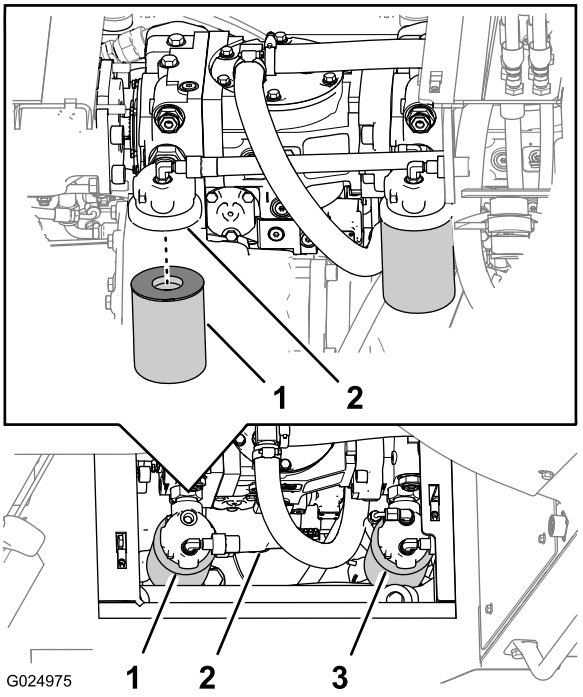

Figure 110
Note: You can access the hydraulic-charge filter from under the right side of the machine, behind the hydraulic reservoir (Figure 110).
2. Place a container under the hydraulic-charge filter (Figure 110).
3. Rotate the hydraulic-charge filter counterclockwise and remove the filter (Figure 110).